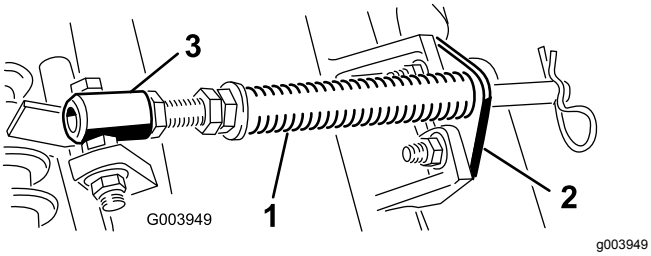

Рисунок 5
A. Удалите два каретных болта и две гайки, которые крепят кронштейн штока к выступам режущего блока (Рисунок 5).
B. Выверните фланцевую гайку крепления болта трубки пружины к выступу несущей рамы (Рисунок 5). Снимите этот узел.